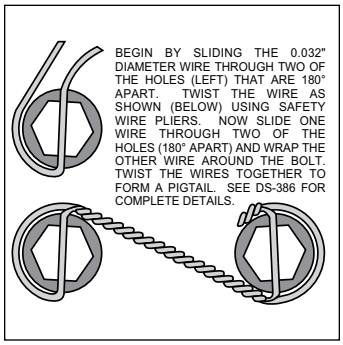

Figure 4. Safety Wire Diagram
STEP 8 Orient the rotor (16) and the hat (17) as shown in Figure 1 and Photo 8. Attach rotor to hat using bolts (18) and washers (19). Apply red *Loctite*® 271 to the bolt threads and torque to value shown in Figure 1 using a criss-cross pattern. For an added measure of security, the bolts may be safety wired using standard 0.032 inch diameter stainless steel safety wire as shown in Figure 4. Please refer to Wilwood's data sheet DS-386 (available at www.wilwood.com/Pdf/DataSheets/ds386.pdf) for complete safety wire installation instructions.
STEP 9 Slide the rotor registration adapter (15) onto the register on the axle flange with the smaller O.D. facing toward the rotor/hat (16 and 17), Photo 9.